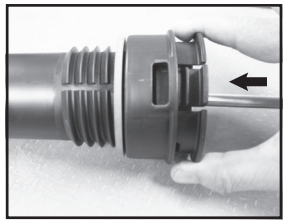

Figure 5
5. Introduire l'ensemble poignée de pompe dans le corps de pompe. Positionner les languettes du bouchon de la pompe face aux découpes rectangulaires du corps de pompe. Pousser le bouchon en place jusqu'à ce qu'il s'emboîte solidement en place **(Voir la figure 5)**.